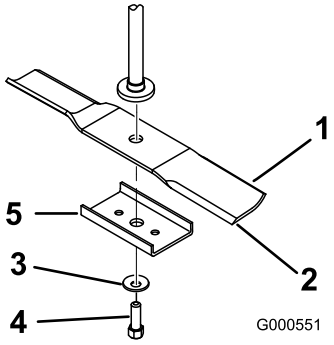

Figura 47
Tenete l'estremità della lama con un cencio o un guanto bene imbottito. Togliete il bullone, la rondella curva, il rinforzo della lama e quest'ultima dall'asse del fusello (Figura 47).
1. Montate la lama sull'asse del fusello (Figura 47).
2. Montate il rinforzo della lama, la rondella curva (lato concavo verso la lama) ed il bullone della lama (Figura 47).